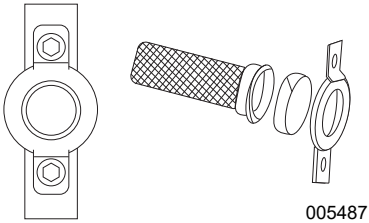

Figura 4-6. Pantalla del supresor de chispas
1. Consulte la *Figura 4-6*. Retire la pinza para quitar la sujeción.